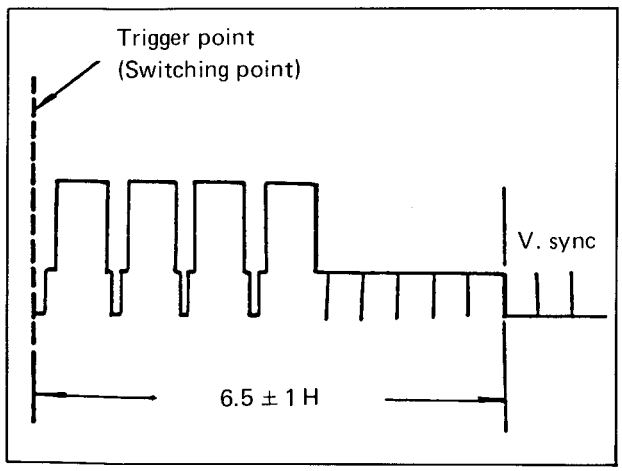

Fig. 5-9 Switching point
Connect the oscilloscope to TP-1 (VIDEO IN) and adjust R21 (CH-1 SW PHASE) so that the fall portion of the vertical sync signal becomes positioned 6.5 H from the trigger point (switching point) as shown in Fig. 5-9.
4. Connect the oscilloscope to TP-1 (VIDEO IN) and adjust R59 (REC SW PHASE) so that the fall portion of the vertical sync signal becomes positioned 6.5 H from the trigger point (switching point) as shown in Fig. 5-9.